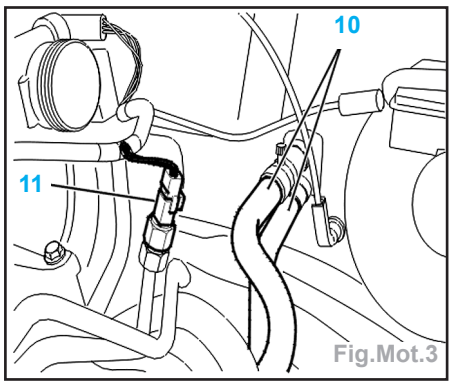
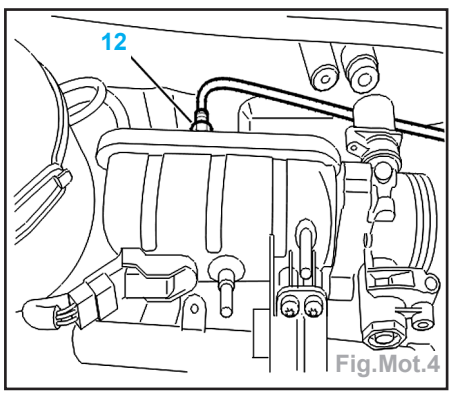

Fig.Mot.3
Fig.Mot.4
- Débrider les tuyaux (10) sur le tablier (Fig.Mot.3).
- Débrancher la connexion électrique (11).
- Désaccoupler la prise de dépression (12) pour l'assistance de freinage sur la tubulure d'admission (Fig.Mot.4).